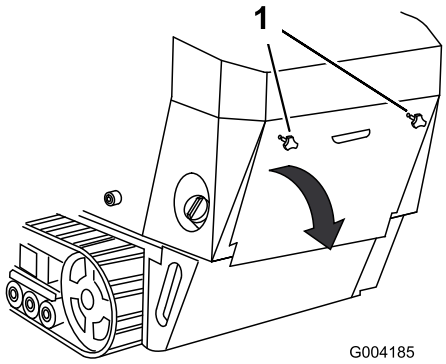

Figuur 29
1. Schroef de 2 handknoppen los waarmee het inspectieluik aan de machine is bevestigd (Figuur 29).
2. Kantel het inspectieluik omlaag en verwijder het om toegang te krijgen tot de interne onderdelen (Figuur 29).